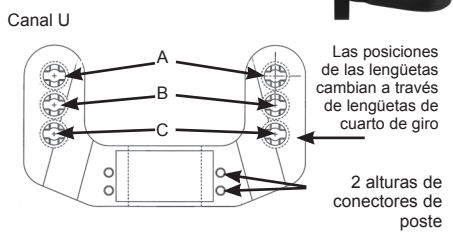

Figura 1
3. Jale el “Canal U” (Figura 1) de color negro en dirección opuesta al forro interno negro. Hay un “Canal U” en la parte delantera del casco y uno en la parte trasera.